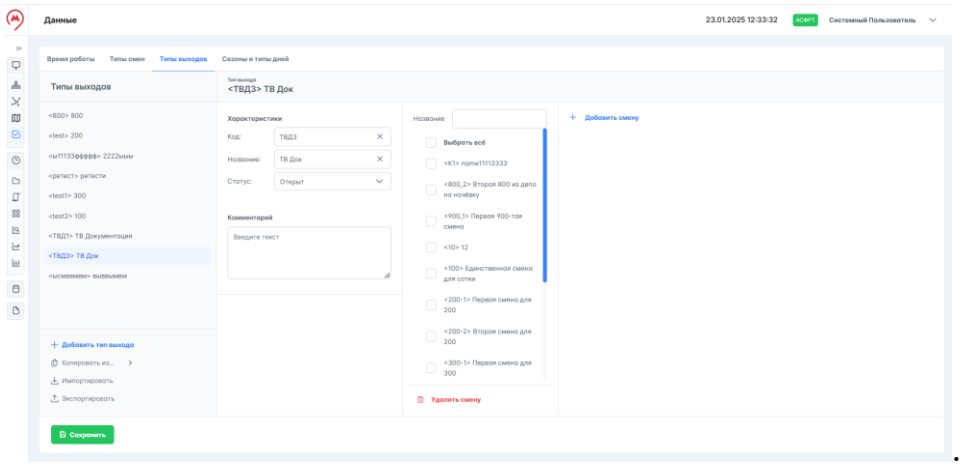

Рисунок 127 – Добавление смены в тип выхода
2. Нажать кнопку + Добавить смену, справа от текущих блоков смен отобразится новый блок (рисунок 127).